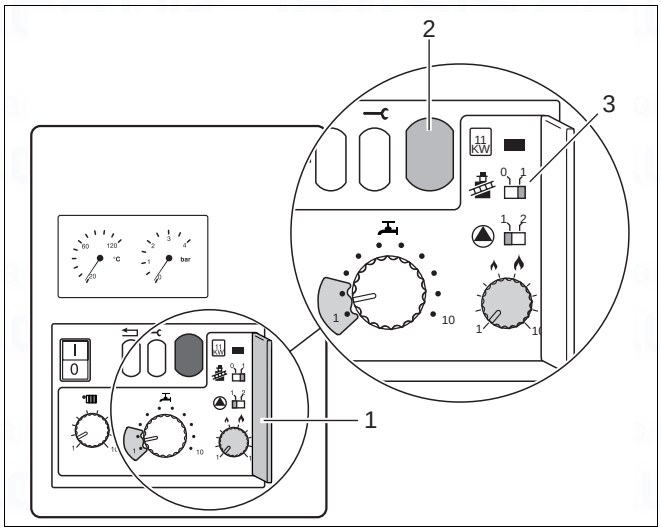

Fig. 32 Display and chimney-sweep switch
- Open cover for 2nd operating level (fig. 32, item 1).
- Start boiler up and move chimney sweep switch (fig. 32, item 3) to position "**1**".
The display shows (fig. 32, item 2) " ‾." or " =." to indicate that the gas supply system is purged of air. Return chimney sweep switch to normal running position, that is position "**0**".